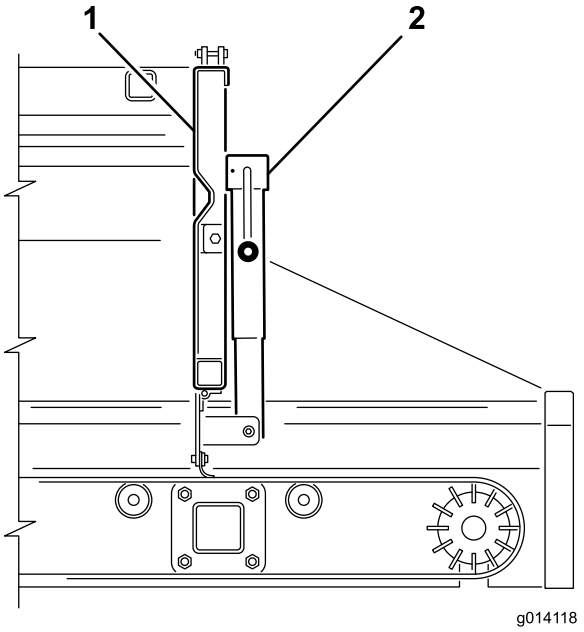
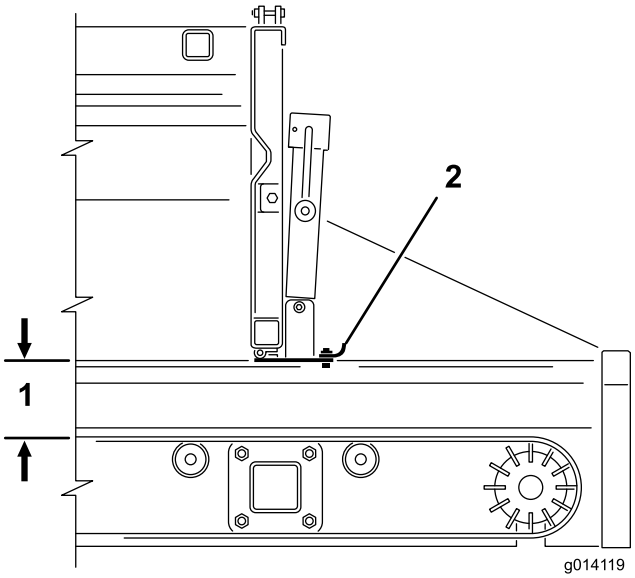

Figuur 27
Figuur 28
2. Gebruik de krikhandgreep om het verstelbare gedeelte van de achterklep te openen of te sluiten (Figuur 27 en Figuur 28). Hiermee kunt u bij het gebruik van een optie de materiaalstroom beperken.